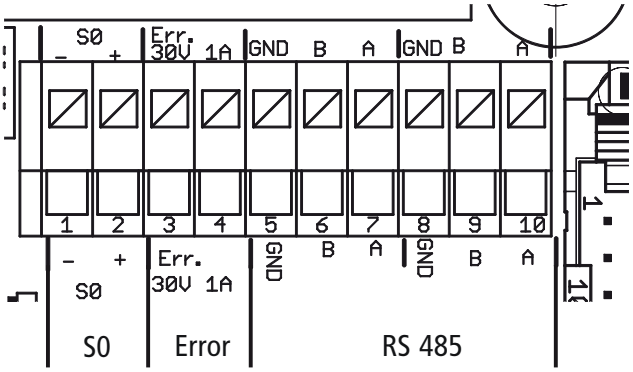

Bild 24: Schnittstellenklemmen
3. Anschlusskabel an die vorgesehenen Anschlussklemmen anschließen (siehe Bild 24 auf Seite 25).